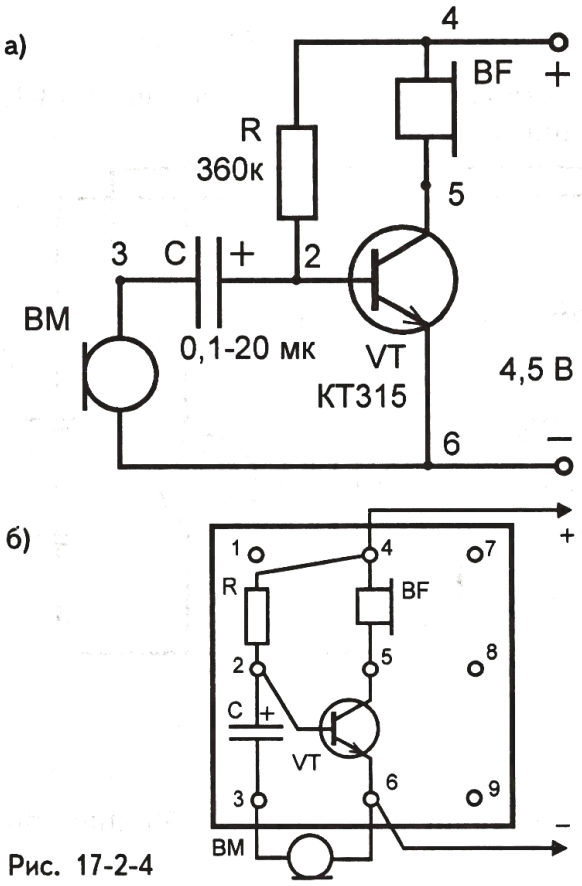

Рис. 17-2-4
1. Соберите конструкцию УЗЧ по рис. 17-2-4, а и б.